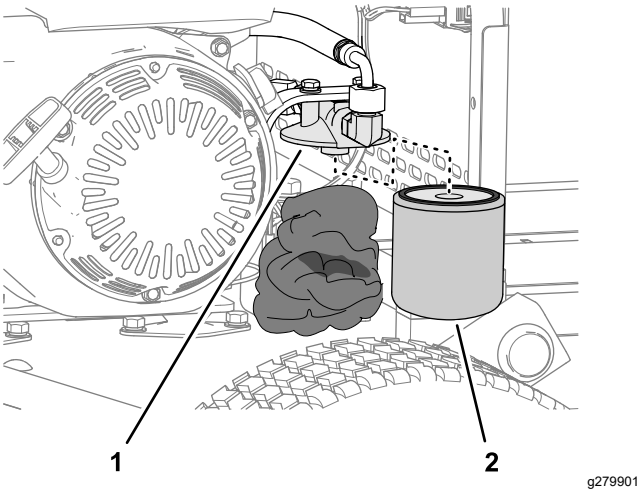

**Рисунок 37**
2. Поместите ветошь под гидравлический фильтр (Рисунок 37).
3. Осторожно снимите гидравлический фильтр (Рисунок 37).
5. Установите фильтр на головку фильтра вручную (Рисунок 37) так, чтобы прокладка соприкоснулась с головкой фильтра, затем доверните фильтр еще на ¾ оборота.